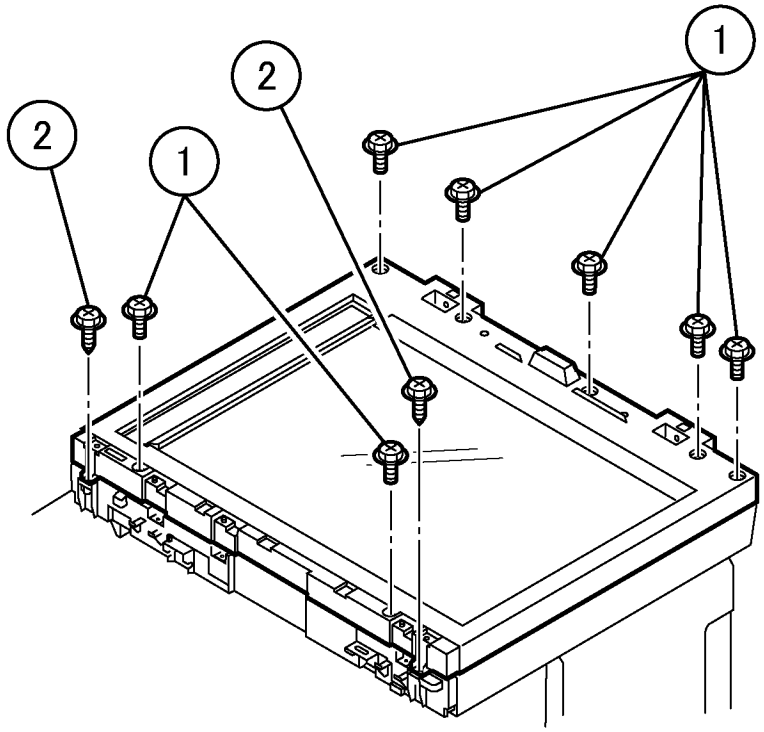

Рисунок 1 Снятие верхней крышки IIT (j0ch41139)
2. Отверните винт на верхней крышке IIT (рисунок 1).